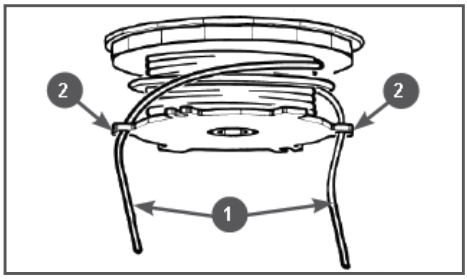

Рис. 13 Фиксация концов корда
7. Зафиксируйте концы 1 корда (длиной примерно 10-15 см) в специальных пазах 2 на катушке (Рис.13).